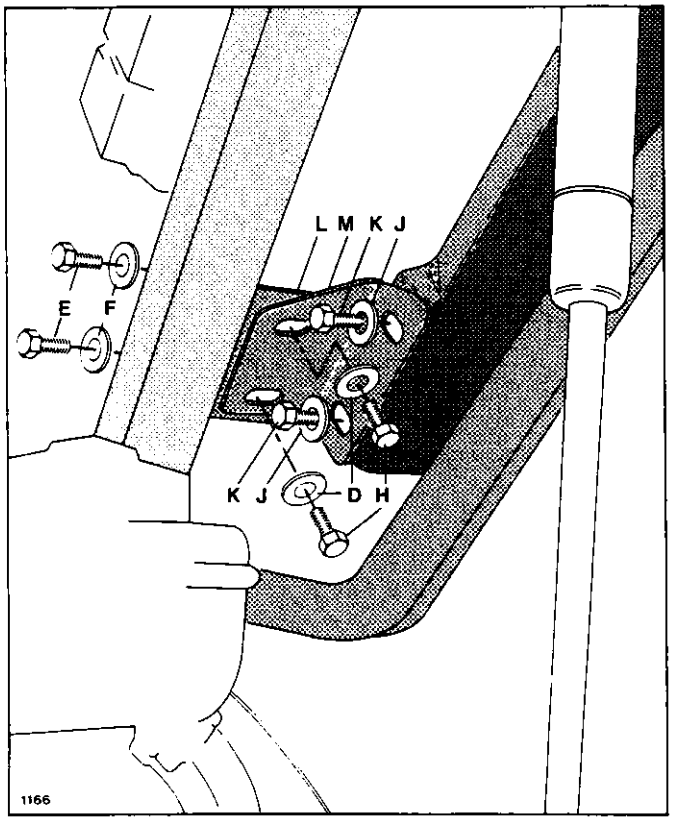

Abb. 2: Die vordere Ecke des Oberteils vom Fahrersitz gesehen.
7. Die Schrauben K vom vorderen Beschlag des Angelrahmens abschrauben (sehen Sie Abb. 2).
6. Den Beschlag L und M mit den Schrauben E und H und den Scheiben F und D einbauen (sehen Sie abb. 2). Die Schrauben nicht anziehen. Die Beschläge müssen ganz los sein.
8. Den Beschlag M mit den Schrauben K und den Scheiben J in das Oberteil einbauen (sehen Sie Abb. 2). Die Schrauben nicht ganz anziehen.